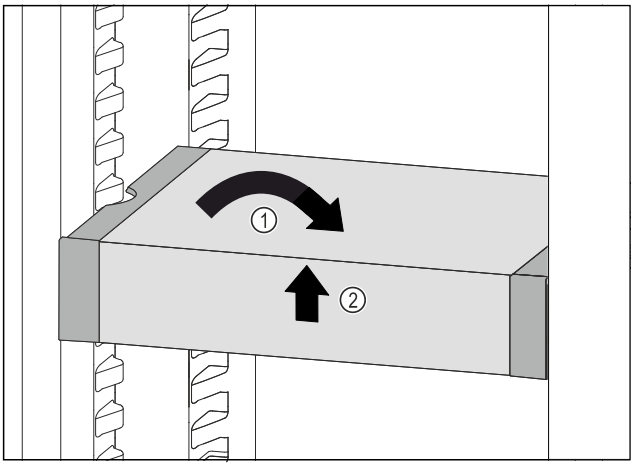

Fig. 174
▶ Set VarioSafe straight. *Fig. 174 (1)*
▶ Lift VarioSafe at the front. *Fig. 174 (2)*